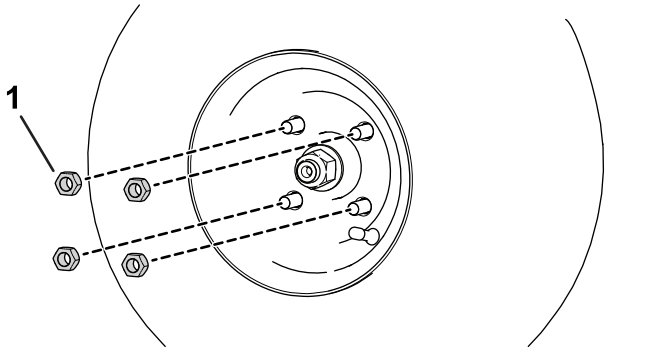

Figur 10
2. Monter hjulenes hakemuttere (Figur 10).